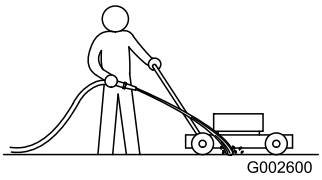

Figur 32
1. Spruta en vattenstråle framför det **högra** bakhjulet medan motorn är igång och gräsklipparen befinner sig på en plan stenbelagd yta (Figur 32).